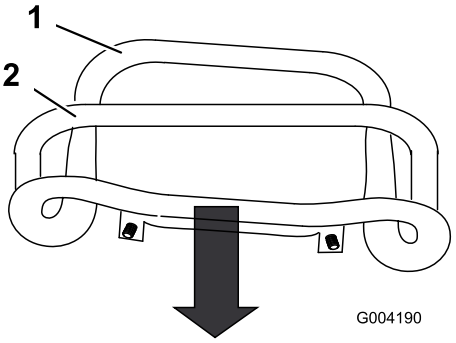

**Figur 51**
3. Dra drivreglaget rakt bakåt så att reglagets främre del nuddar vid referensstaven (Figur 51).